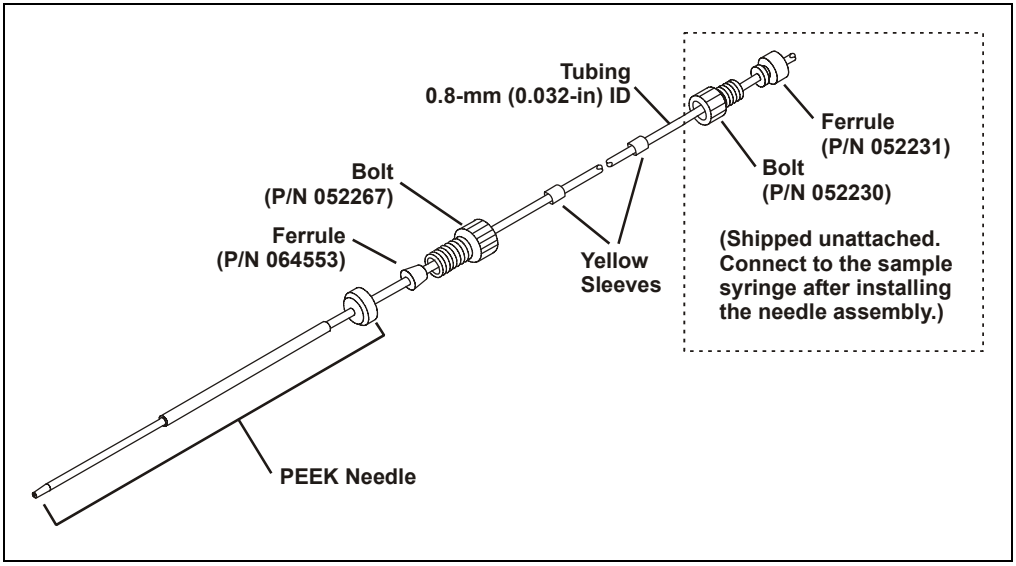

Figure 5-8. 1.2 mL PEEK Sampling Needle Assembly (P/N 054271)
- If the sample syringe is 1 mL or less, a 1.2 mL sampling needle assembly (P/N 054271) is installed (see Figure 5-8).